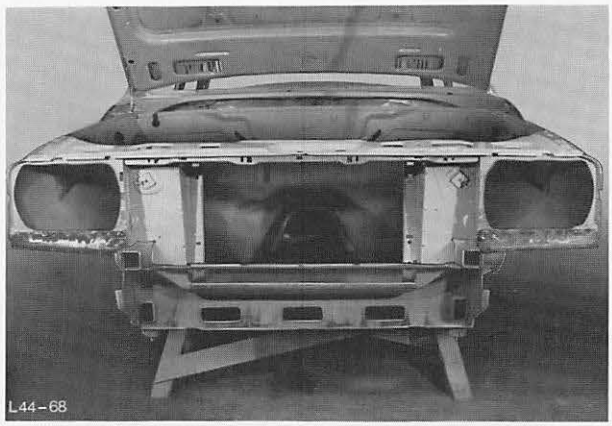

Abb. 63 Auszuwechselnde Zwischenwand – Kühler
4. Kühlergitterblech mit Schürze wie unter Pos. 44 222 beschrieben, austrennen, Abb. 63.